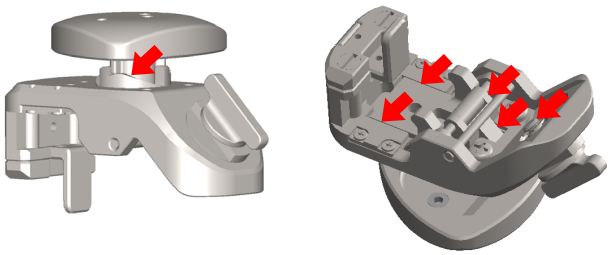

図 11
(4)-3 レトラクタースライドアジャスターⅡについては水性潤滑・防錆保守剤へ浸漬を行うか下図（図 11）矢印部へ潤滑剤を塗布してから滅菌してください。［潤滑不足により固定不良の原因になります］